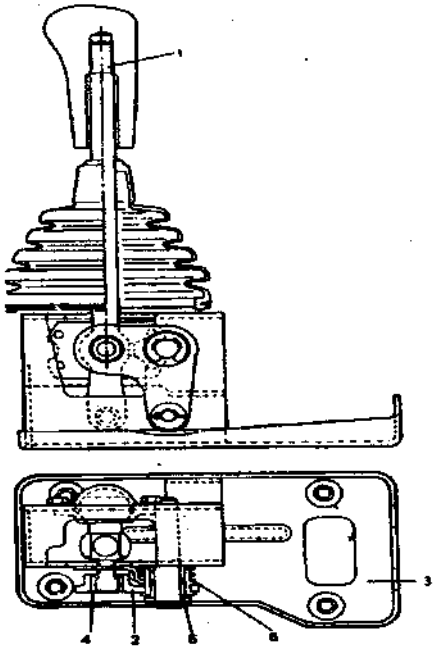

Fig.3.2-1
1. Gear shifting control system is mainly composed of the following parts. (Please refer to Fig.3.2-1) Gear lever is connected to gear shifting arm and speed selecting arm on the transmission by two pieces of flexible shafts (shift flexible shaft and speed selecting flexible shaft).